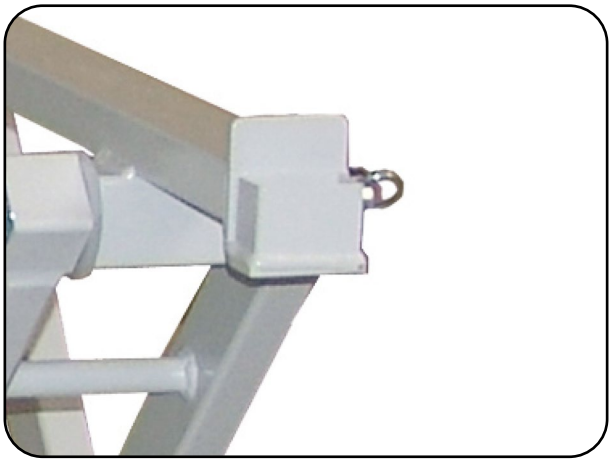

Abb. 6.1.05 – Auflage
8. Die beiden Scherenhübe so positionieren, dass sie sich mit der Auflage (Abb. 6.1.05) im Abstand der dritten Gewindebohrung (Abb. 6.1.06) der montierten Liegefläche befinden (Abb. 6.1.07).